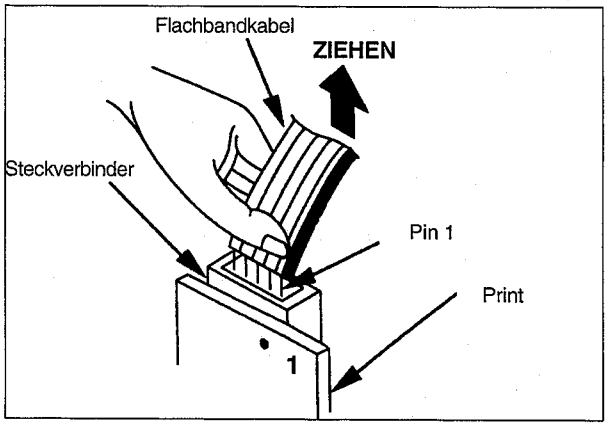

Abb. 1-3
Originalkabel mit Markierung „O" bei Audio / CTL-Kopf (Abb. 1-3).
Kabel vorsichtig herausziehen, ohne die einzelnen Leiter zu beschädigen (siehe Abb. 1-3).
1. Flachbandkabel so positionieren, daß die Striche auf dem Kabel mit den Stiften (Pins) des Steckverbinders übereinstimmen (siehe Abb. 1-3).